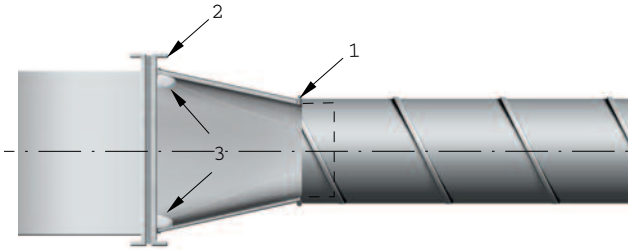

Fig. 16
C) Tätning av rektangulär skarv mot apparat (övergång från cirkulär kanal till apparat med rektangulär anslutning). Fig. 16.